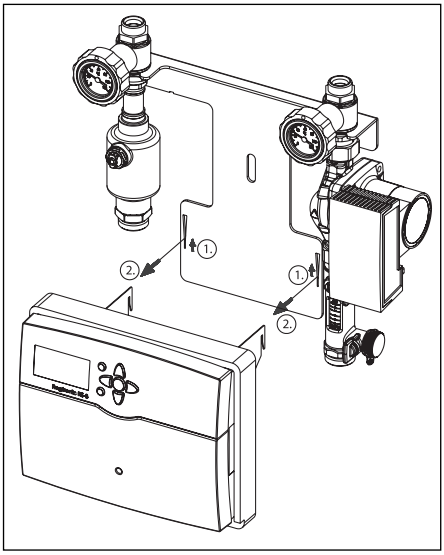

Fig. 16 Démontage du régulateur
– Démonter le régulateur du groupe solaire (fig. 16).